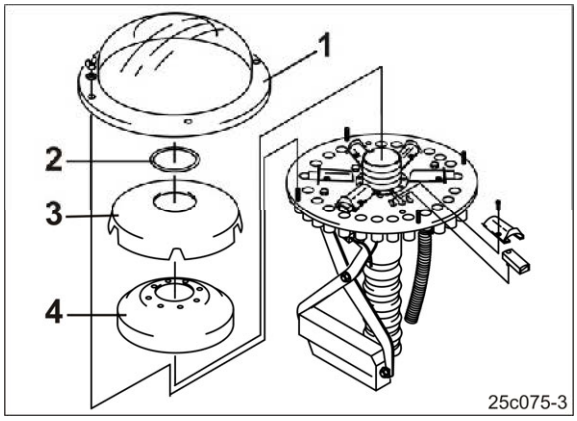

**Fig. 266**
4. Déposez le capot extérieur du distributeur (Fig. 266/1).
5. Déposez la bague (Fig. 266/2).
6. Déposez le capot intérieur du distributeur (Fig. 266/3).
7. Déposez la garniture en mousse (Fig. 266/4).